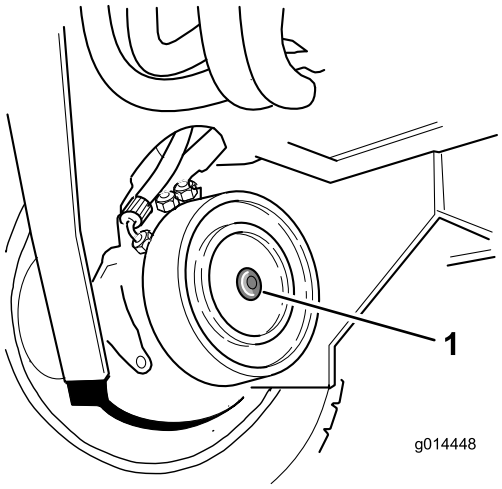

Figur 62
2. Find motorskivebremsesamlingen på højre forhjul, og fjern den sekskantede prop (Figur 62).